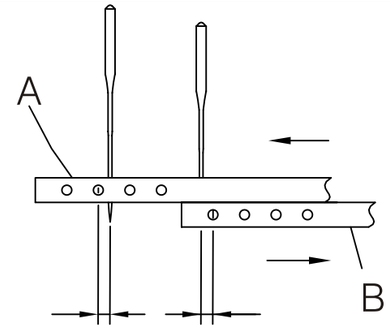

Fig. 37
1. Cuando la barra del ribete decorativo superior A este en el punto muerto izquierdo, el centro de la aguja izquierda debe estar a 1.2 mm del centro del segundo hueco de la barra del ribete decorativo superior A, como también el centro del primer hueco izquierdo de la barra del ribete decorativo inferior B debe estar a 1.2 mm de la aguja derecha. (Fig. 37)